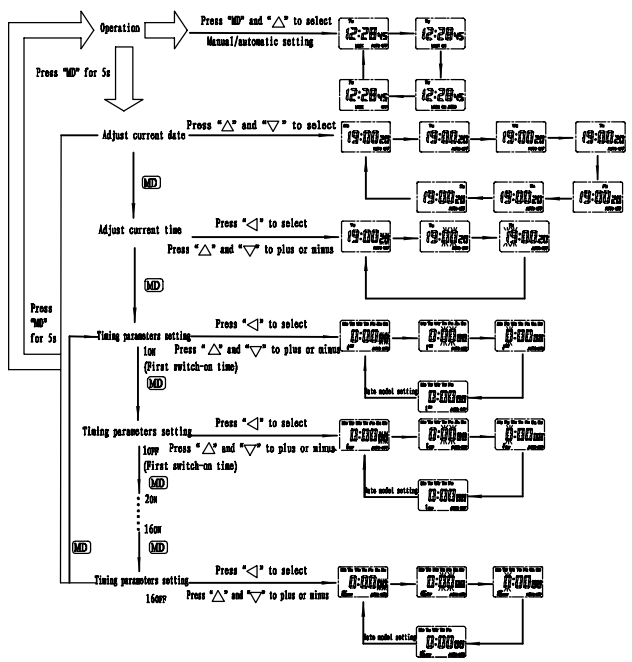

Figure 6 Time switch parameters setting process
6.1 Setting process for time switch parameters (see Figure 6)